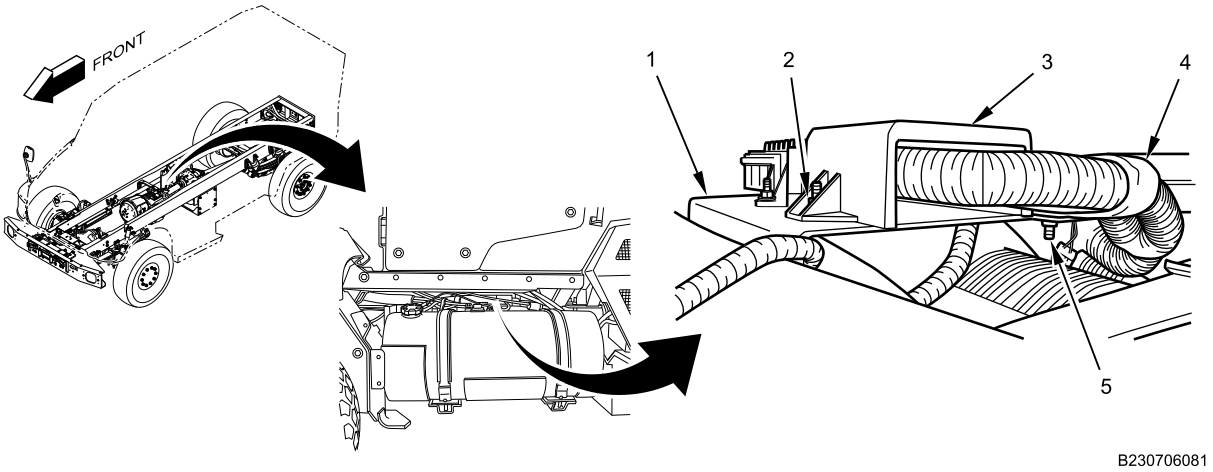

Figure 1. Transmission Control Unit Cover.
1. Remove two nuts (Figure 1, Item 2) and transmission control unit cover (Figure 1, Item 3) from transmission control unit brace (Figure 1, Item 1).
2. Remove nut and bolt (Figure 1, Item 5) from harness support retainer (Figure 1, Item 4) on transmission control unit brace (Figure 1, Item 1).